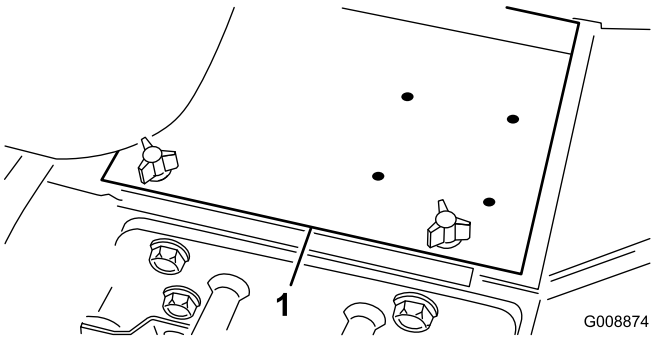

Figura 4
3. Retire la tapa de la batería (Figura 4).